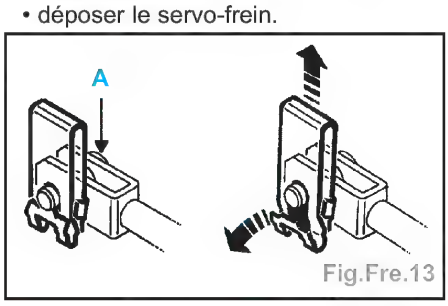

Fig.Fre.13
• retirer l'axe (A) de la chape reliant la pédale de frein à la tige de poussée en agissant sur le clip (Fig.Fre.13),